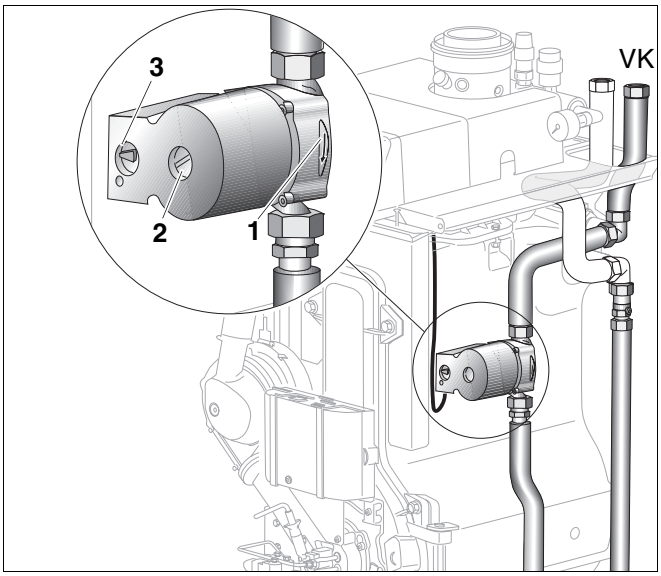

Rys. 15 Montaż zespołu zasilania
- Ustawić pompę obiegową na najwyższe obroty (rys. 15, **poz. 3**).
Ustawienie pompy w niższym położeniu może prowadzić do obniżenia komfortu korzystania z ciepłej wody (rys. 15, **poz. 3**).
spowodowane poluzowaniem śruby konserwacyjnej (rys. 15, **poz. 2**) na pompie obiegowej przy gorącym kotle grzewczym.
Przy ręcznym odpowietrzaniu pompy obiegowej pamiętać o tym, że w momencie otwarcia śruby konserwacyjnej (rys. 15, **poz. 2**) następuje gwałtowny wypływ gorącej wody.